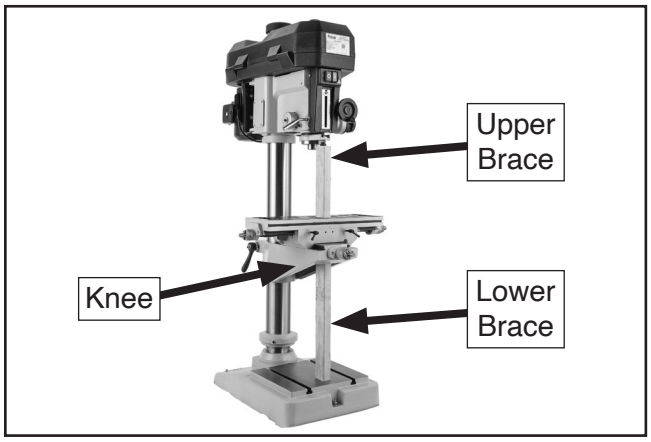

Figure 10. Wooden shipping braces to be removed during assembly.
Note: *Only exert mild pressure when lowering table during **Step 3**, otherwise you could damage knee by forcing it down against lower brace (see **Figure 10**).*
5. Remove upper brace, raise table slightly, then remove lower brace (see **Figure 10**).